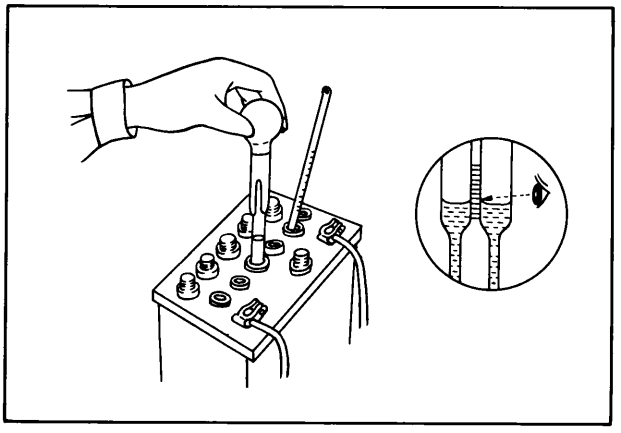

Fig. 5–1 Checking specific gravity
2. Check the specific gravity of the electrolyte with a hydrometer, as shown in Fig. 5–1. If the reading is 1.28 or more, it indicates that the battery is fully charged. If the reading is below 1.22, the battery requires recharging.